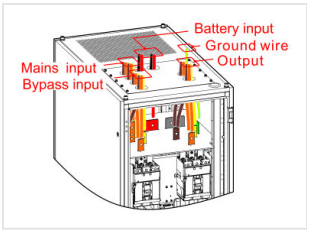

FIGURE 4-4 Step 4: utility, bypass, battery, ground, output cables in from the top
4. Refit the drilled top plate (M6, 10 pieces, 40 lb-in / 4.5 N·m) and fit the conduits. Pull the utility, bypass, output, battery + and – and ground cables through their holes (Figure 4-4).